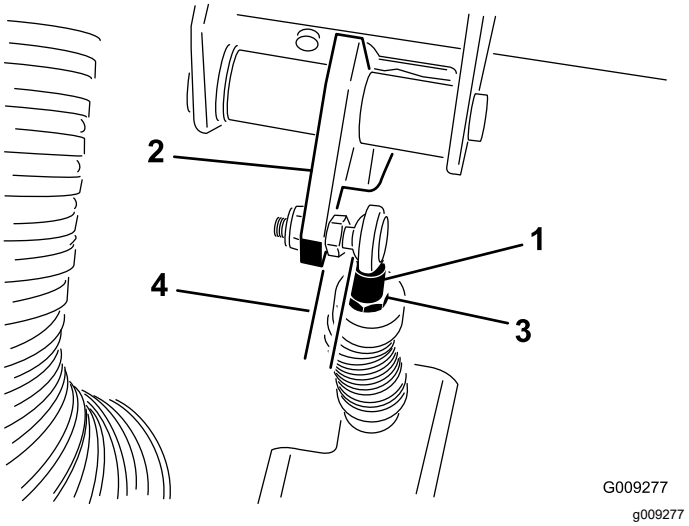

**Figur 70**
***Viktigt:*** **Försäkra dig om att stångänden inte är vriden utan sitter vinkelrätt på kulan och är parallell mot kopplingspedalen när kontramuttern dras åt (Figur 70).**